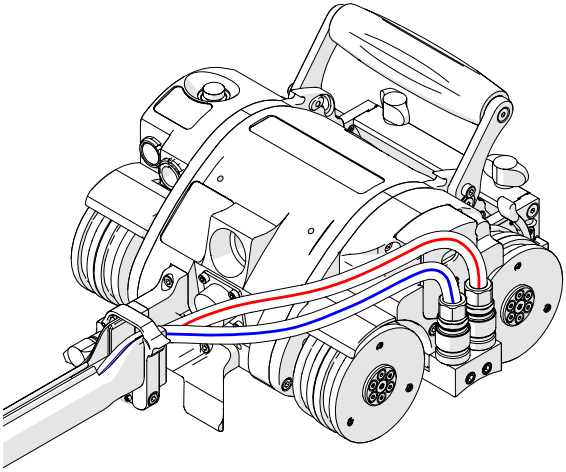

Fig. 196 - Hose routing to crawler
2. Route the hoses through the HT cable management system and connect to the cooler *(Fig. 196)*.